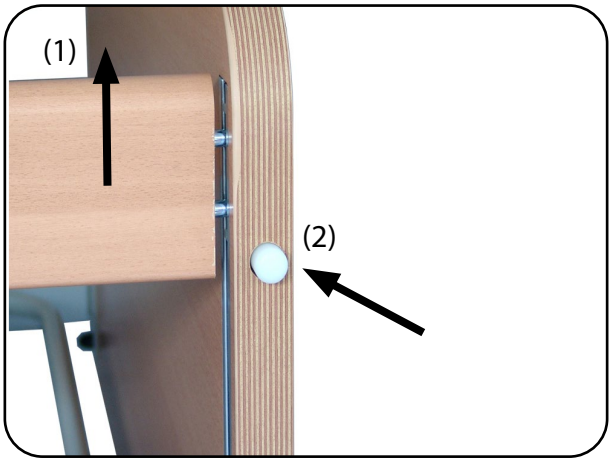

Abb. 8.2.01 – Seitengitter absenken
1. Um die Seitengitter abzusenken, heben Sie zuerst den oberen Seitengitterholm an (1), damit die Verriegelung des Auslöseknopfes freigegeben wird (Abb. 8.2.01).
2. Drücken Sie bei angehobenem oberem Seitengitterholm den Auslöseknopf (2) solange, bis Sie den Seitengitterholm über die Verriegelung nach unten abgesenkt haben. Lassen Sie dabei die Seitengitter immer langsam und kontrolliert ab (Abb. 8.2.01).